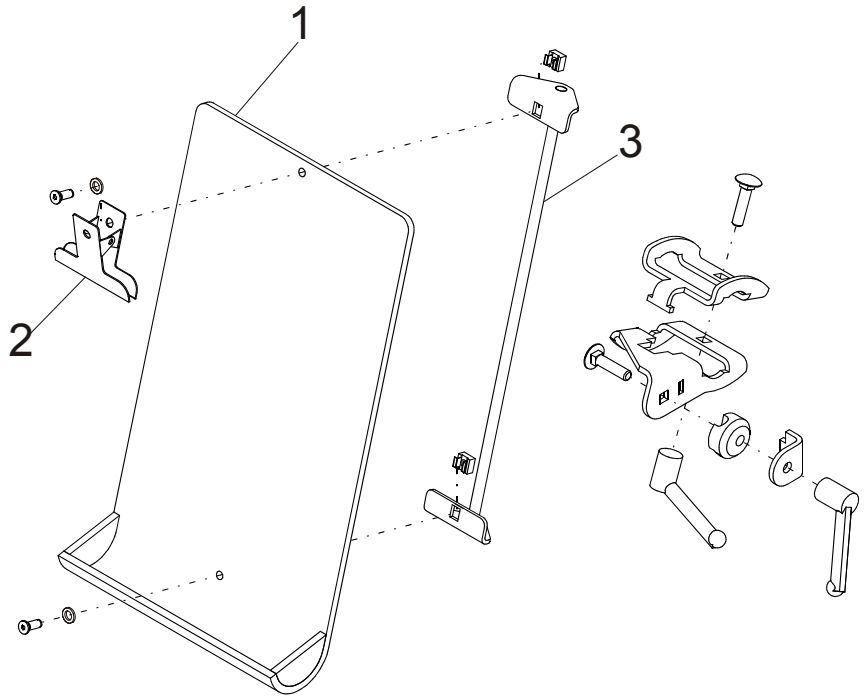

Fig. 35 Schreibunterlage
- Entfernen Sie die Schreibunterlage Fig. 35(1).
- Entfernen Sie die Klemme Fig. 35 (2).
- Entfernen Sie die Stützstrebe Fig. 35 (3).